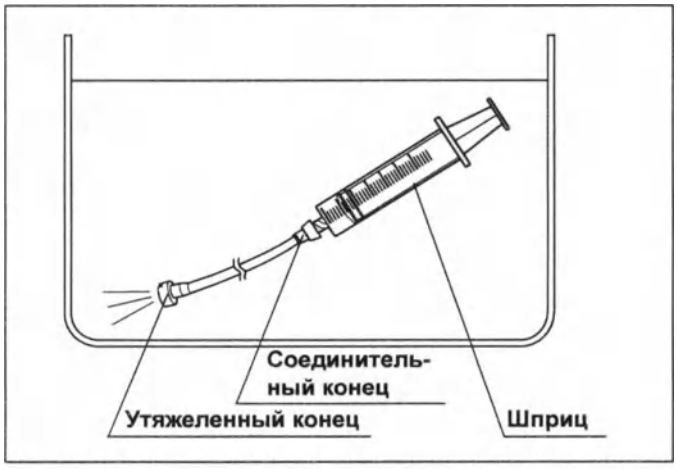

Рис. 6.14
1. Полностью погрузив шприц и адаптер для аспирационной очистки в воду, медленно наполните шприц водой, прижмите его к соединительному концу адаптера для аспирационной очистки и промойте адаптер 30 миллилитрами воды. (см. рис. 6.14)